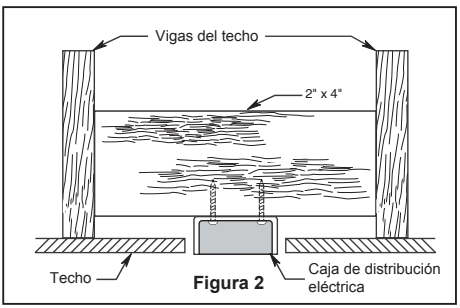

**Figura 2**
**Uso de perfil profundo (Figura 2)**